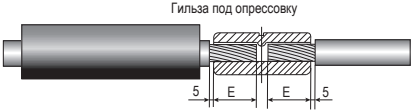

Рисунок 5
4.14.1 Удалить изоляцию с жил на длине E+5 мм (рисунок 5).